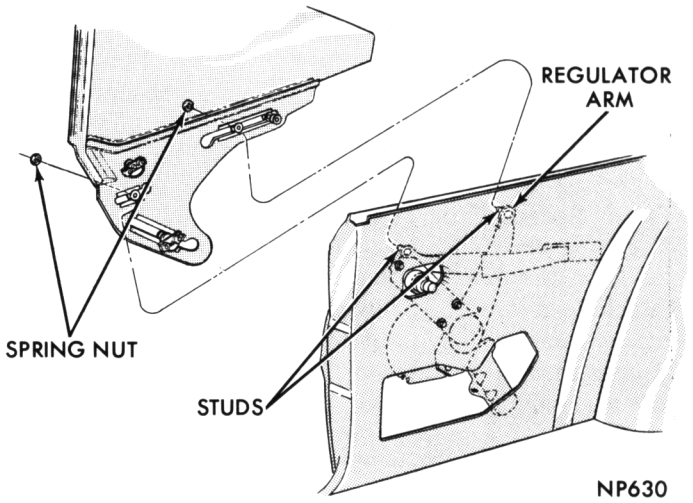

Fig. 42—Quarter Window Replacement—Hardtop
(1) With glass in mid-position, remove spring nuts from regulator arm studs (Fig. 42) and studs from rollers.